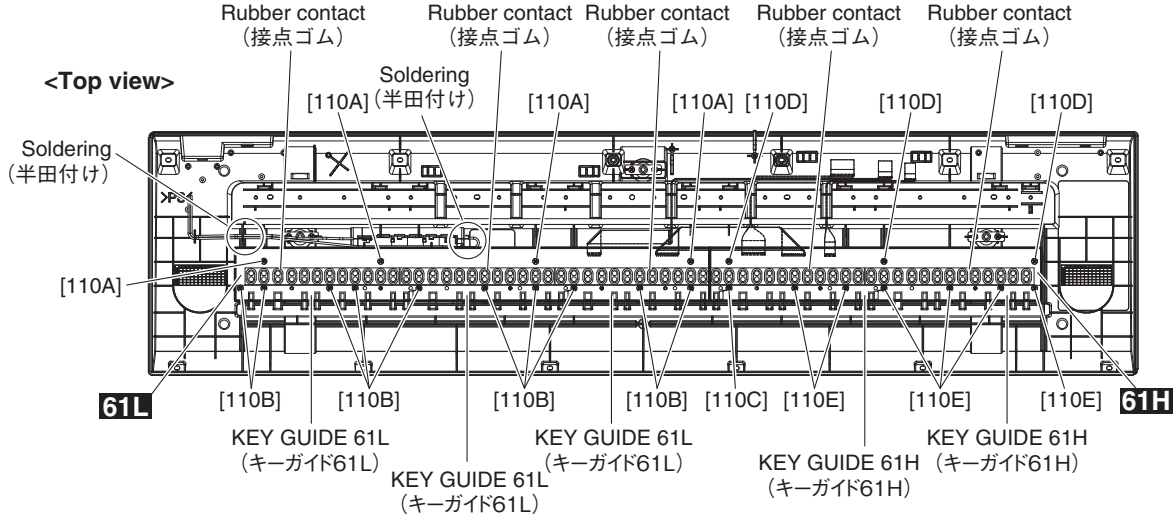

Fig. 8 (図8)
12-3 Remove the rubber contacts. (Fig. 8, Photo 2)
13-2-2 Remove the four (4) screws marked [110A], ten (10) screws marked [110B] and the screw marked [110C]. The 61L circuit board and the key guides can then be removed. (Fig. 8)
12-3 接点ゴムを外します。(図8、写真2)
13-2-2 [110A]のネジ4本と[110B]のネジ10本、[110C]のネジ1本を外して、61Lシートとキーガイドを外します。(図8)
13-3-2 Remove the screw marked [110C], three (3) screws marked [110D] and six (6) screws marked [110E]. The 61H circuit board and the key guides can then be removed. (Fig. 8)
14-A-3 Remove the BATT connector assembly soldered to the spring terminal A and spring terminal B. (Fig. 8, Photo 3)
13-3-2 [110C]のネジ1本と[110D]のネジ3本、[110E]のネジ6本を外して、61Hシートとキーガイドを外します。(図8)
14-A-3 接点バネA、接点バネBに半田付けされているBATT束線を外します。(図8、写真3)